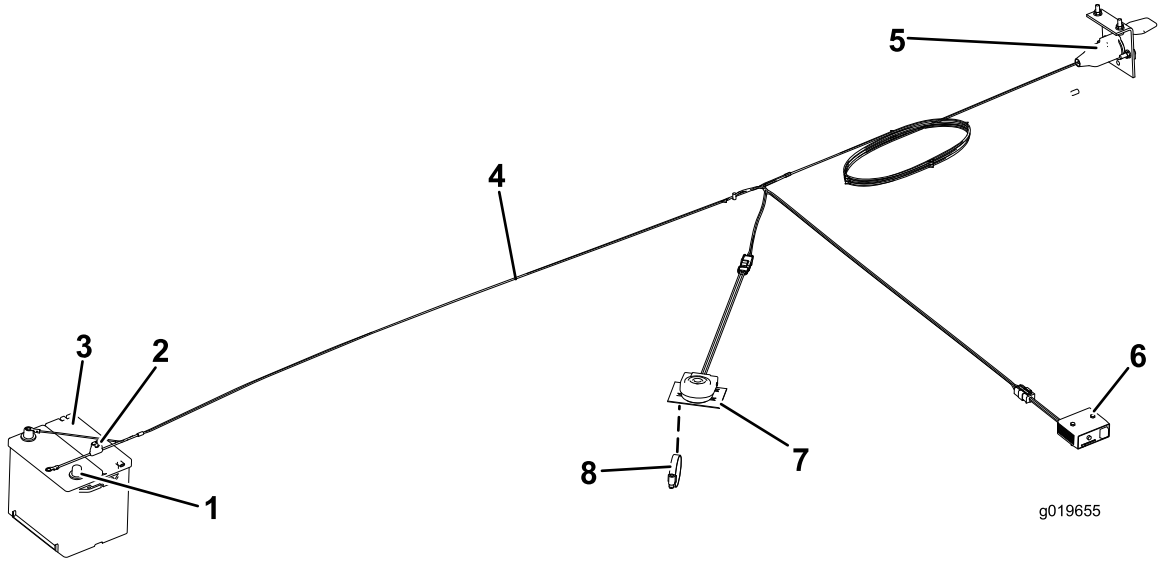

**Figur 11**
7. Anslut kablaget till komponenterna (Figur 11) på följande sätt: